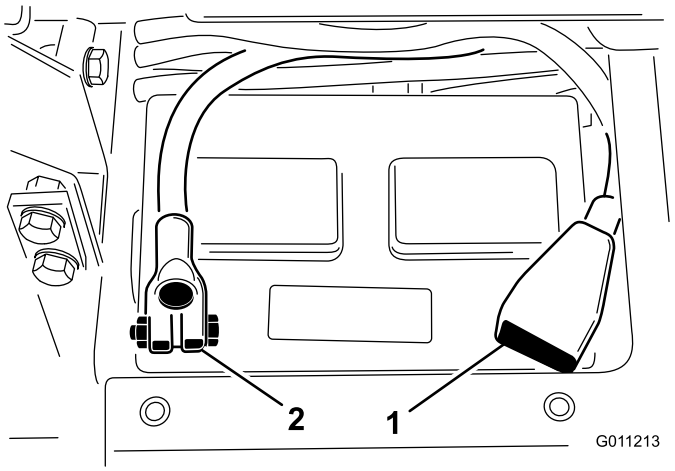

**Figur 5**
8. Koble den positive kabelen (rød) til den positive (+) polen og den negative kabelen (svart) til den negative (-) polen, og fest dem med skruer og mutre (Figur 5). Kontroller at den positive (+) klemmen er skjøvet helt ned på polen, og at kabelen er plassert tett inntil batteriet. Kabelen må ikke komme i berøring med batteridekslet.